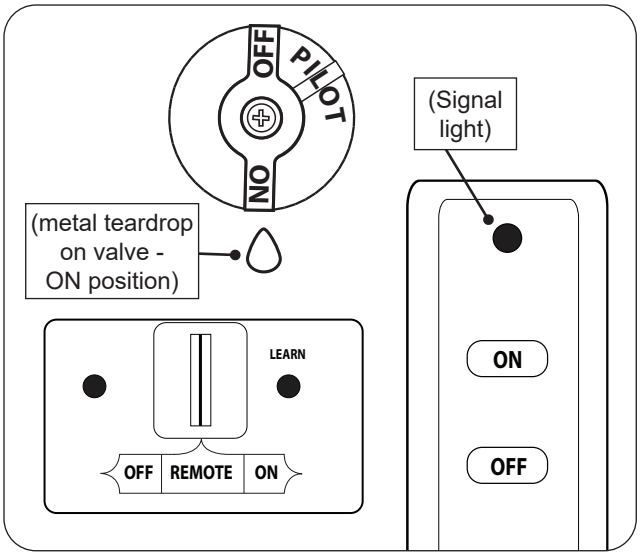

Fig. 29-1 Remote lighting
1. Ensure the pilot is burning. Turn the control knob counterclockwise to **ON** (see Fig. 29-1).
2. Locate the 3-position switch on the remote receiver, and slide the switch to **REMOTE** (see Fig. 29-1).
3. Locate the remote transmitter and press the **ON** button (see Fig. 29-1). The ignition sequence will begin.